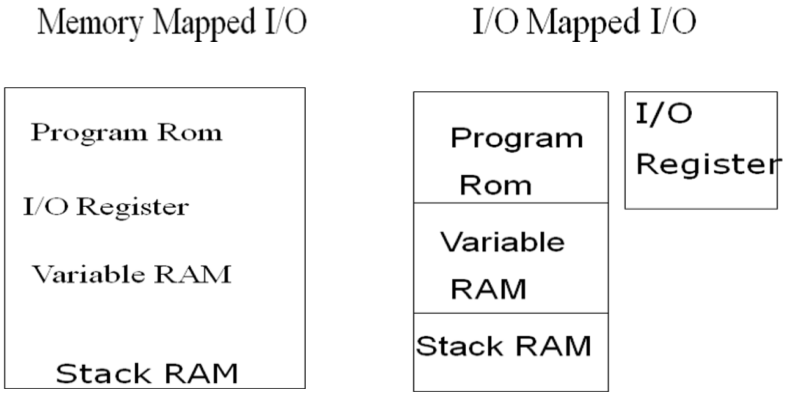
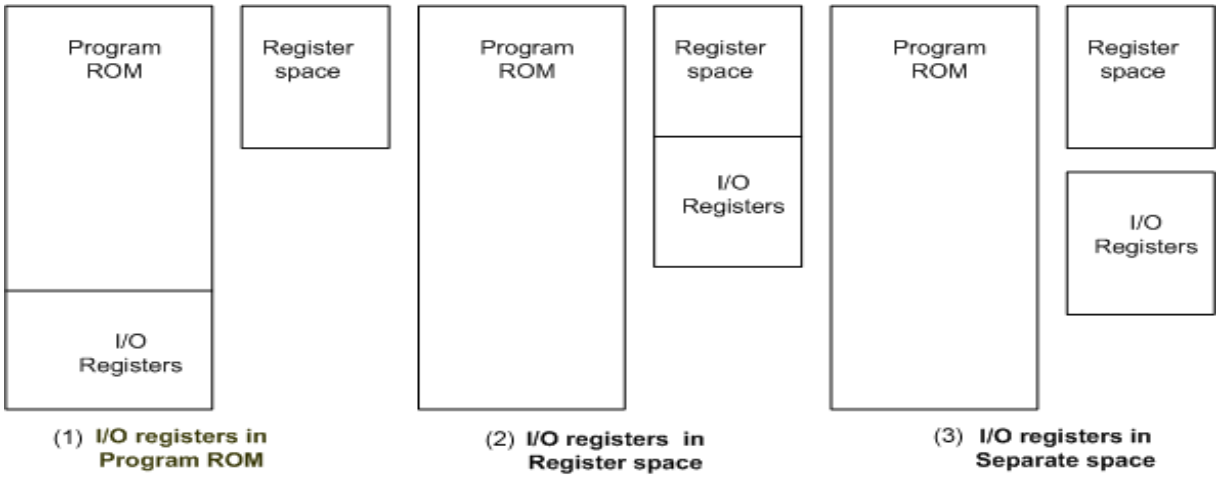
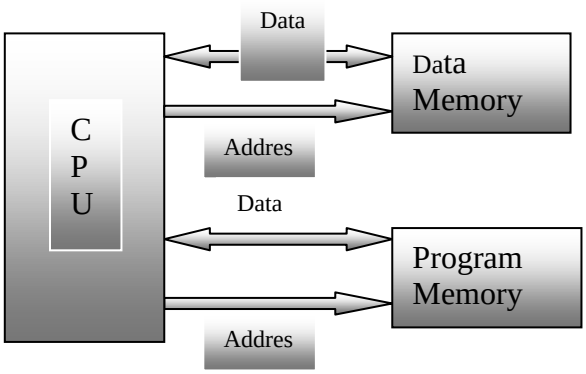

Fig 4. Input/Output Registers in Princeton Architecture
Fig. 5.Organization of I/O registers in Harvard Architecture
Fig6. Harvard Architecture
In a microprocessor, input /output (I/O) devices are externally interfaced and are mapped either to memory address (memory mapped I/O) or a separate I/O address space (I/O mapped I/O). There are two possible architectures one is Princeton (Von Neumann) and another is Harvard .I/O Registers space in Princeton architecture have only one memory interface for program memory (ROM) and data memory (RAM). One option is to map the I/O Register as a part of data memory or variable RAM area (memory mapped I/O). Alternatively a separate I/O register space can be assigned (I/O Mapped I/O) . Both the arrangements are shown in Fig.4.
As shown in Fig 4. Program memory and Data memory are together in both the arrangements. The Princeton or Von neumann architecture one bus is used to carry the address and data with an appropriate multiplexing technique ,which in turn reduces the cost. But Harvard architecture which 8051 employs has separate Data memory and separate Code or Program memory . The Fig. 5 and Fig .6 show the need for separate address and data bus for each Program and Data memory in Harvard architecture. Since there are separate bus for access the operation of fetching the code and data can happen simultaneously which increases the speed of operation of execution inside CPU.
In Fig. 5**,** the first option is difficult to implement as there is no means to write to program ROM area. It is also complicated to have a separate I/O space as shown in (3). Hence the second option where I/O registers are placed in the register space is widely used in Harvard architecture.